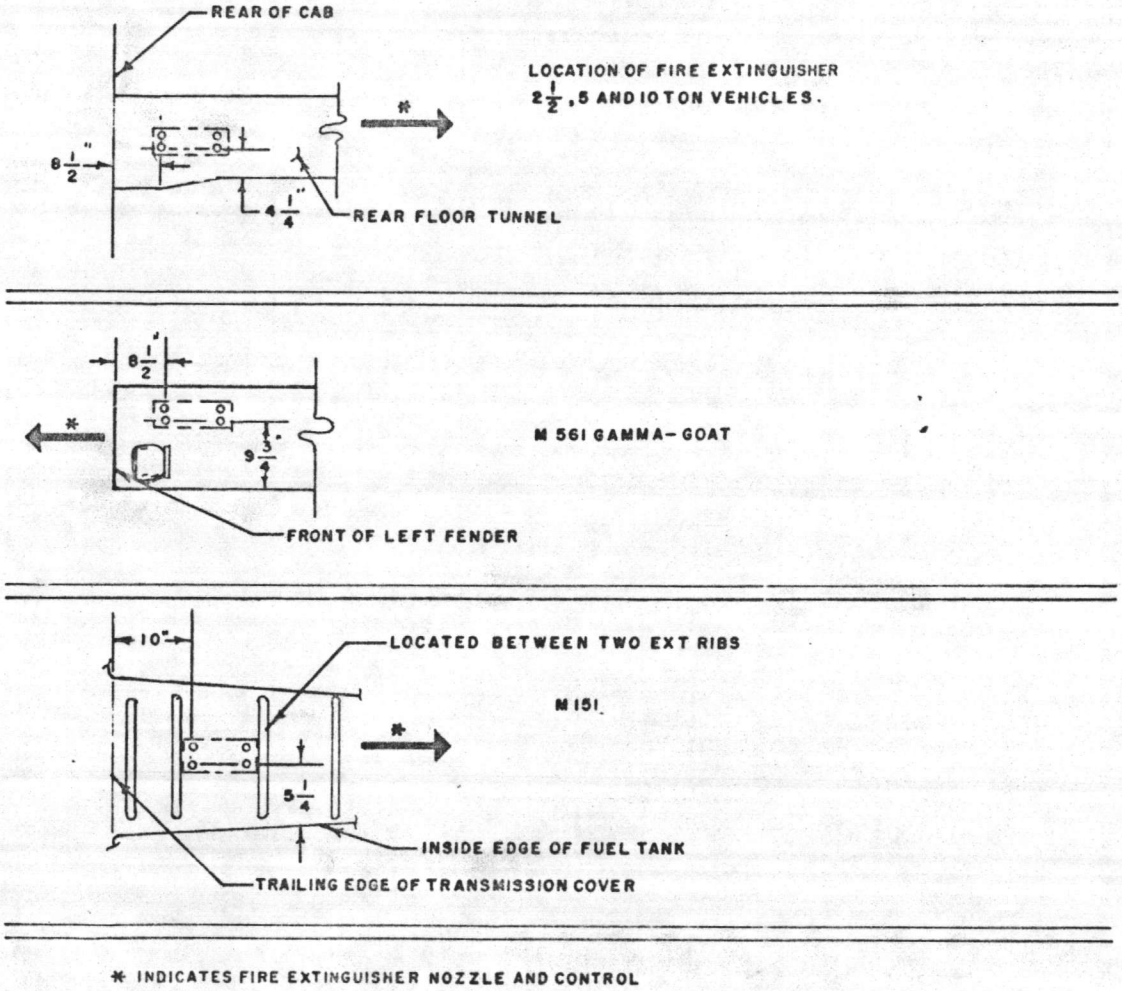

Figure 1. Fire Extinguisher Bracket Location
(1) Drill four 13/64-inch holes for 10-24 X 5/8 UNC inch screws in locations as shown in figure 1, using the mount bracket as a template.
(2) Position the mounting bracket for the appropriate type fire extinguisher, and secure it to the floor, using four Screws (NSN 5305-00-984-6211), four Flatwashers (NSN 5310-00-809-8546), and four Self-Locking Nuts (NSN 5310-00-689-3877).
(2) Position the mounting bracket for the appropriate type fire extinguisher, and secure it to the left front fender, using four Screws (NSN 5305-00-984-6211), four Flatwashers (NSN 5310-00-809-8546), and four Self-Locking Nuts (NSN 5310-00-689-3877).